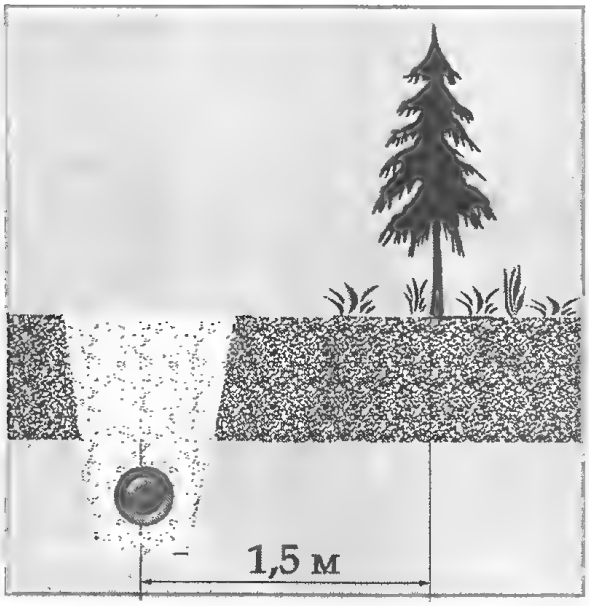

Рис. 4. Минимальное расстояние от деревьев до подземных сетей
4. Минимальное расстояние от деревьев до подземных сетей (рис. 4) – 1,5 м.